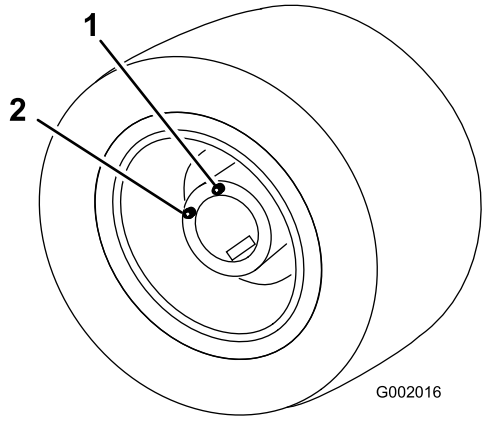

Figur 48
5. Flytt kjøretøyet sakte til hjulet er plassert for påfylling som illustrert i Figur 48.